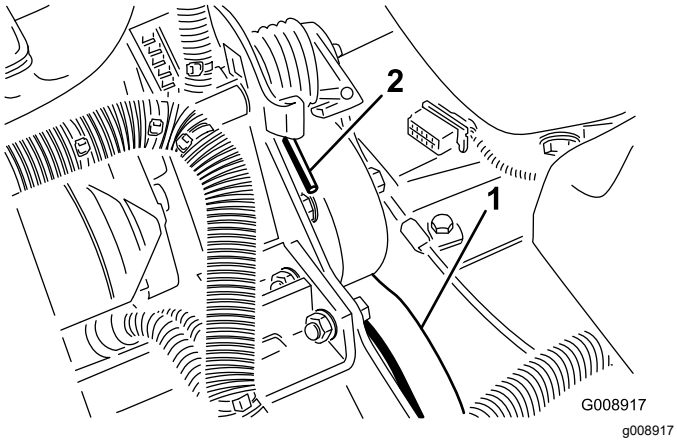

**Figur 78**
3. Tryk ned og fremad på fjederenden (Figur 78) for at løsne den fra konsollen og løsne spændingen på fjederen.